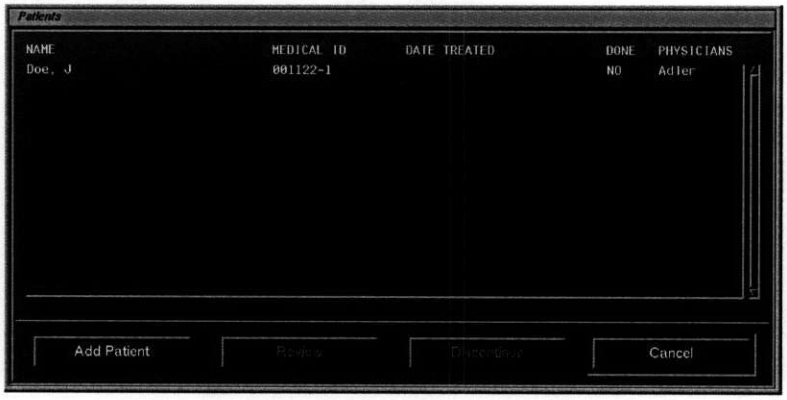

**Figure 1 Patient List**
**Step 1.** Click the **PATIENTS** button from the CyberKnife System menu, the Patients window appears (*Figure 1 Patient List, page 2*).